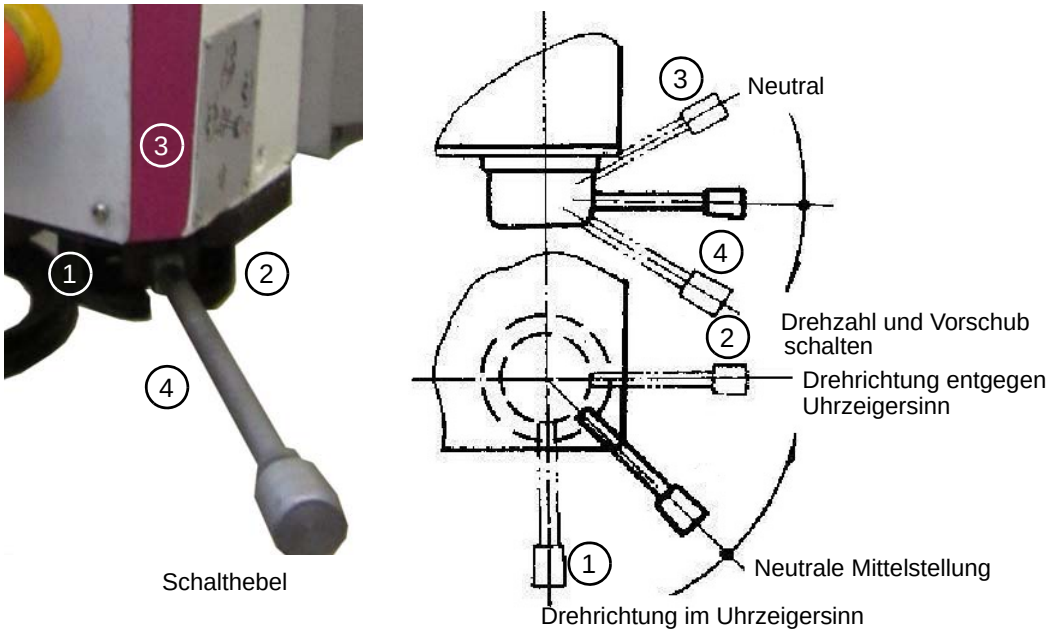
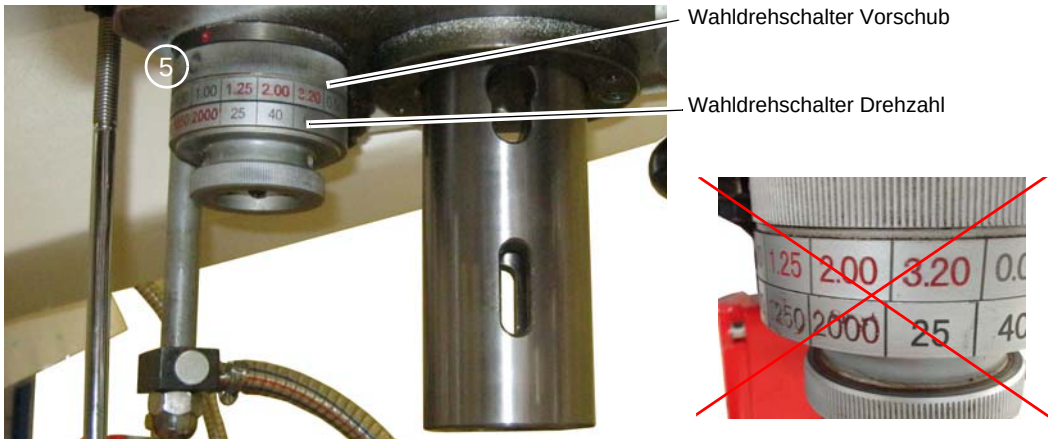

Abb. 4-3: Spindeldrehrichtung, Spindeldrehzahl und Vorschub schalten
Abb. 4-4: Vorauswahl Spindeldrehzahl und Spindelvorschub
➜ Wählen Sie den Vorschub [mm/min] am Wahldrehschalter (5) aus. ☞ „Abb. 4-4: Vorauswahl Spindeldrehzahl und Spindelvorschub“ auf Seite 44. Der Vorschub wird dann mit dem Schalthebel (4) eingelegt. ☞ „Abb. 4-3: Spindeldrehrichtung, Spindeldrehzahl und Vorschub schalten“ auf Seite 43.